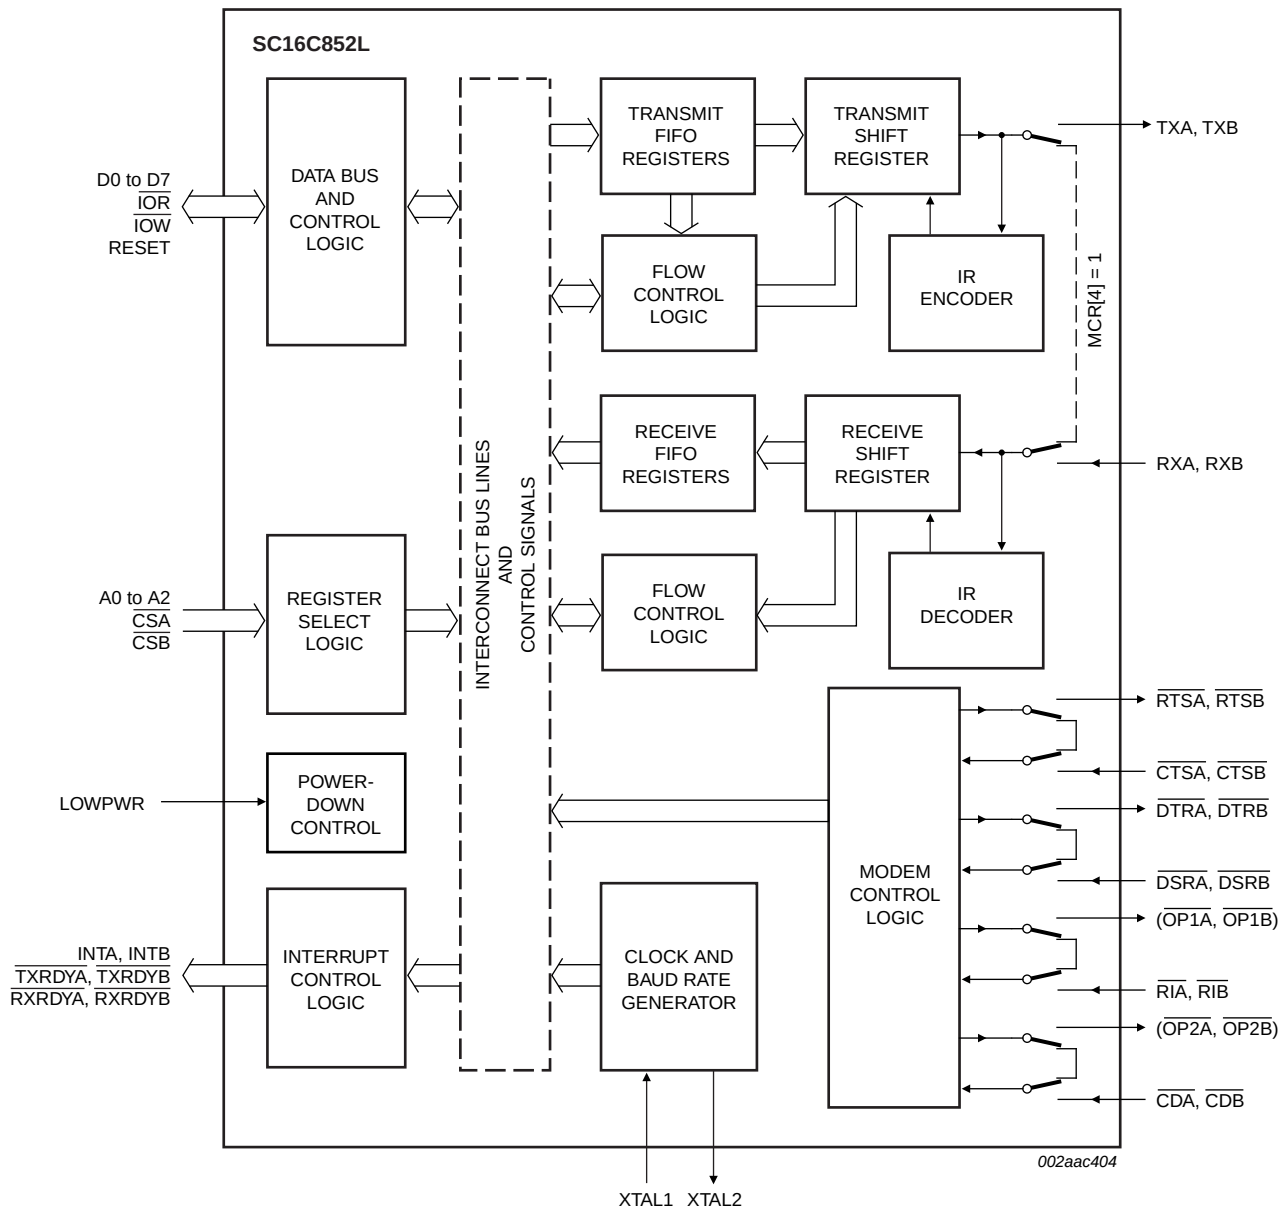

Fig 10. Internal Loopback mode diagram
The internal loopback capability allows on-board diagnostics. In the Loopback mode, the normal modem interface pins are disconnected and reconfigured for loopback internally (see Figure 10). MCR[3:0] register bits are used for controlling loopback diagnostic testing. In the Loopback mode, the transmitter output (TX) and the receiver input (RX) are disconnected from their associated interface pins, and instead are connected together internally. The $\overline{CTS}$, $\overline{DSR}$, $\overline{CD}$, and $\overline{RI}$ are disconnected from their normal modem control input pins, and instead are connected internally to $\overline{RTS}$, $\overline{DTR}$, MCR[3] ($\overline{OP2A}$/$\overline{OP2B}$) and MCR[2] ($\overline{OP1A}$/$\overline{OP1B}$). Loopback test data is entered into the transmit holding register via the user data bus interface, D[7:0]. The transmit UART serializes the data and passes the serial data to the receive UART via the internal loopback connection. The receive UART converts the serial data back into parallel data that is then made available at the user data interface D[7:0]. The user optionally compares the received data to the initial transmitted data for verifying error-free operation of the UART TX/RX circuits.